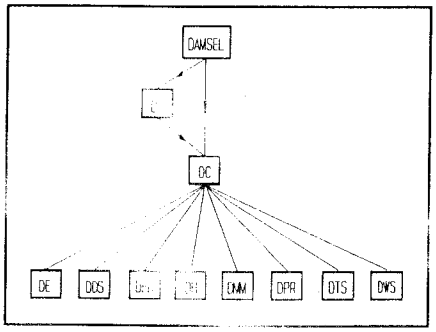

Figure 2. Information flow diagram for knowledge bases
14. It is important to understand how different aspects of a consultation are divided among the different knowledge bases. Figure 2 illustrates the flow of information during a consultation.